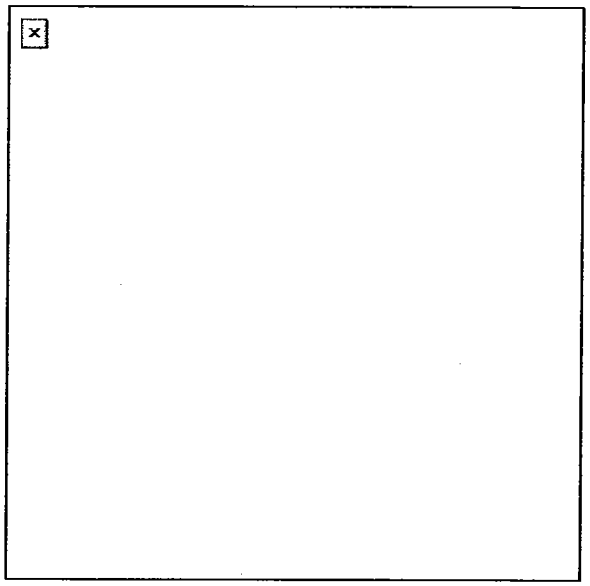

Figure 2
3. Operate the device under normal conditions (Figure 2).
e. Turn the diopter focus ring (Figure 2) to obtain the clearest image of the reticle pattern.
f. Turn the objective focus ring (Figure 2) until the target in the field of view is sharply defined.